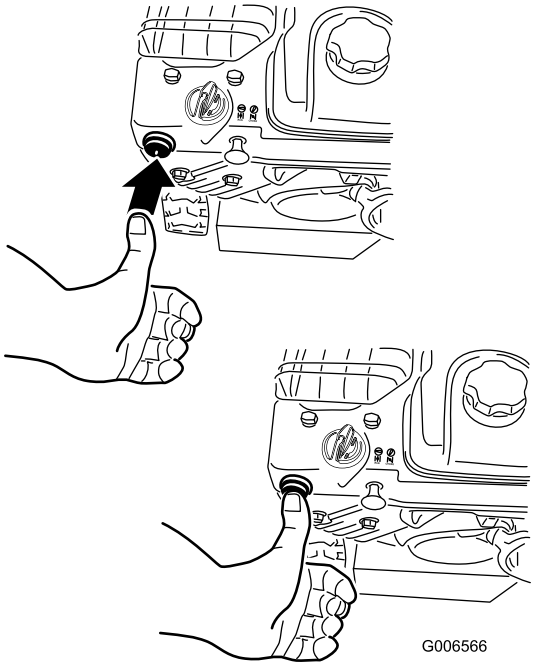

Figur 21
4. Snapsa genom att trycka in knappen ordentligt med tummen två gånger (vid –9 °C eller högre) eller fyra gånger (under –9 °C) och hålla in knappen en sekund vid varje tryckning innan du släpper den igen (Figur 21).